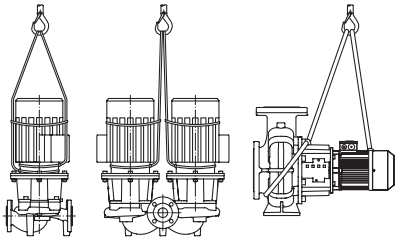

Рис. 7. Транспортировка насосного агрегата
Рис. 7а. Транспортировка электродвигателя
- **Проушины для транспортировки на электродвигателе служат только для задания направления при захвате груза (Рис. 7).**
- **Проушины для транспортировки на электродвигателе служат только для транспортировки электродвигателя, транспортировка всего насосного агрегата с их помощью недопустима (Рис. 7а).**